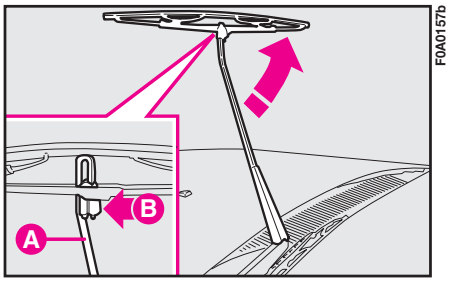

fig. 23
**1)** Lift the windscreen wiper arm **A-fig. 23** off the glass and position the blade so as to form a right angle with the arm.